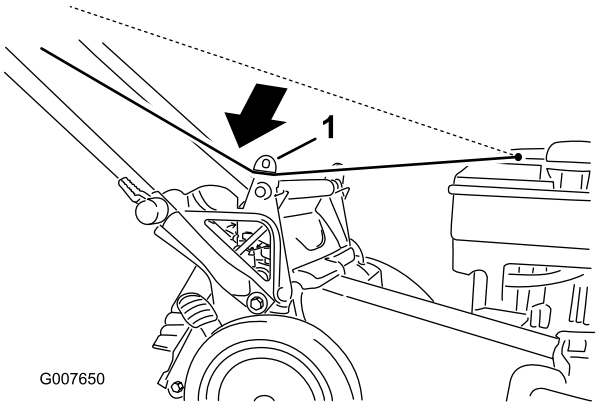

**Figuur 23**
1. Laat het startkoord rond de onderste koordgeleider lopen (Figuur 23).